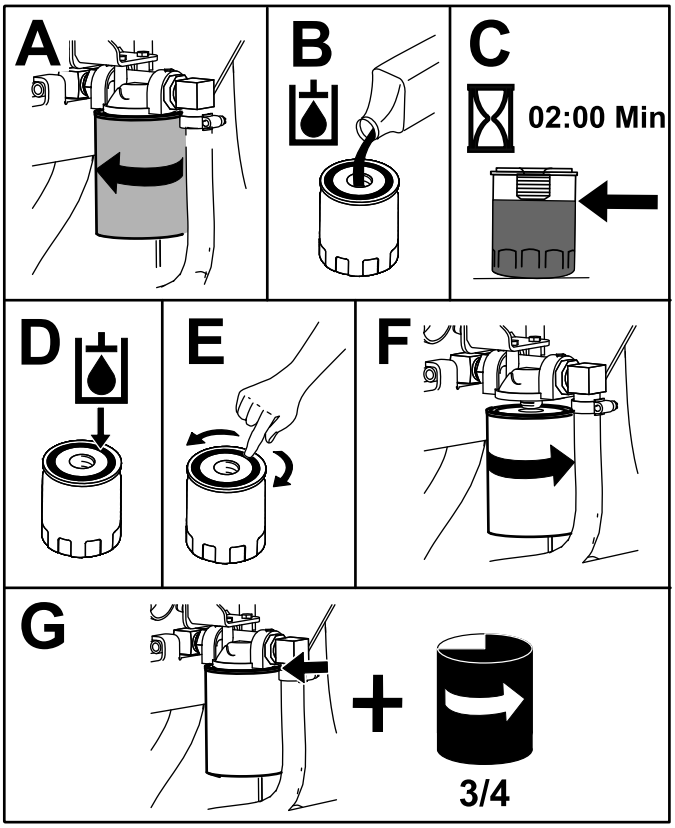

Figura 72
4. Coloque un recipiente debajo del filtro y cambie el filtro (Figura 72).